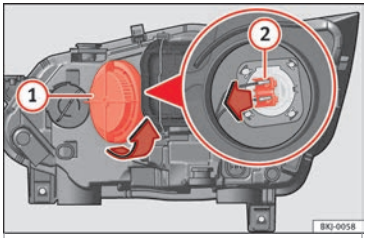

Fig. 110 In the engine compartment: main beam headlight bulb.
– Turn the cover (1) anti-clockwise and take it out ››› **Fig. 110**.
– Remove the bulb connector (2) by pulling it outwards.
– Fit the bulb connector (2).
– Fit cover (1), turning it towards the right.